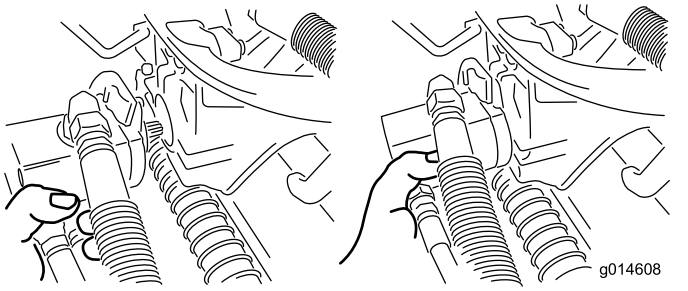

Figur 33
3. Flytt motoren til lagringsplassen foran på hjulopphengsarmen (Figur 33).